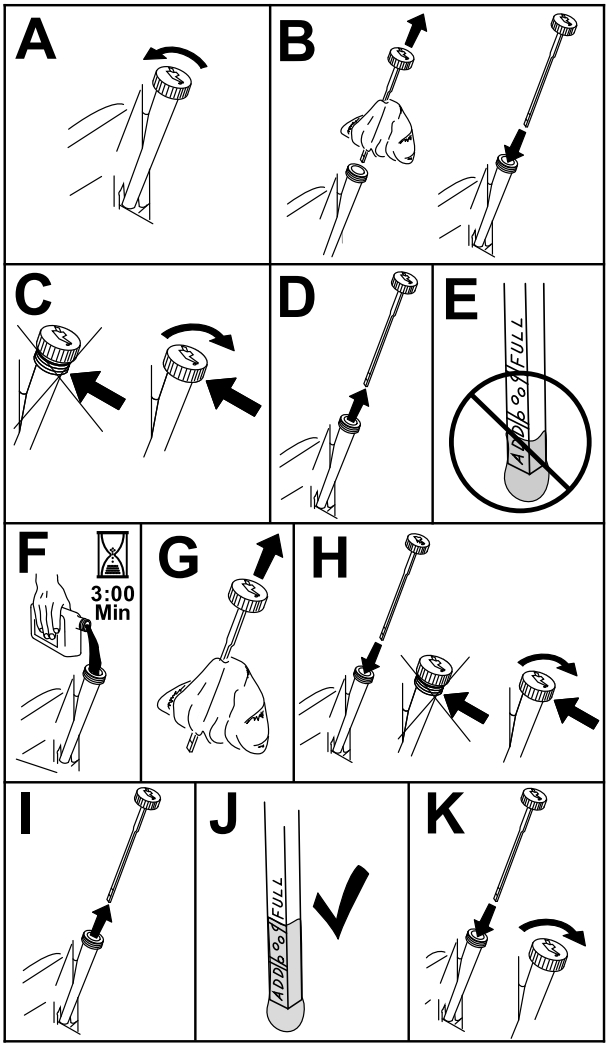

Figur 42
3. For å holde smuss, gress osv. ute av motoren, rengjør området rundt oljelokket og peilestaven før den fjernes (Figur 42).